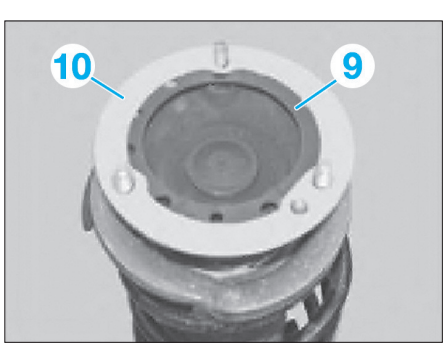

Fig. 10
- Remplacer la couronne d'étanchéité (9) et l'insert en tôle (10) **(Fig.10)**.